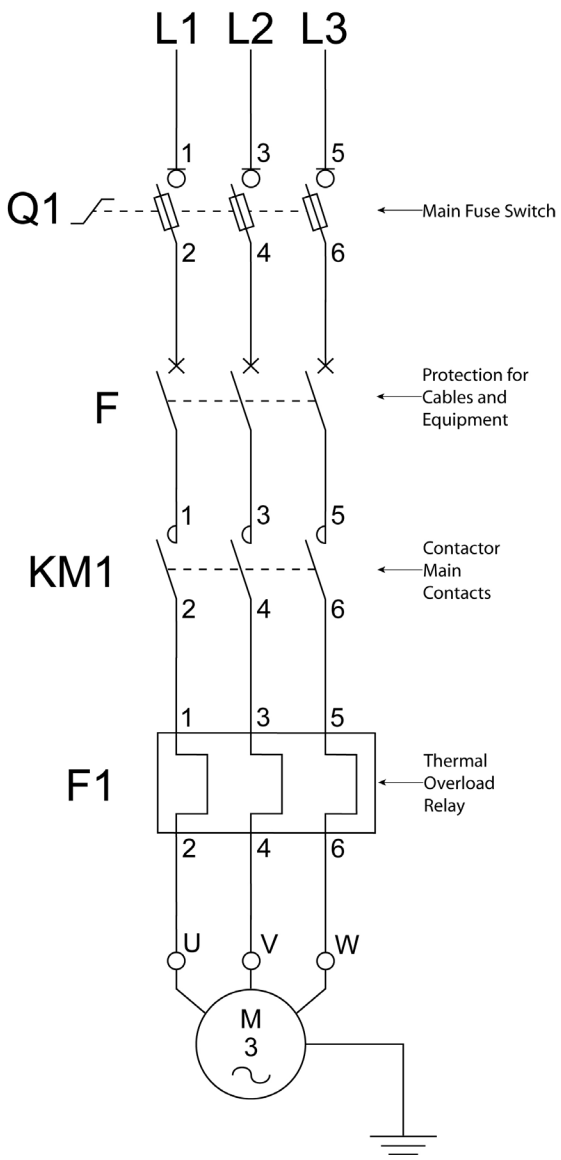

Figure 40
N.B. When wiring circuits, the supply should be fed in on the low number terminal and out on the high number terminal. See figure 40.